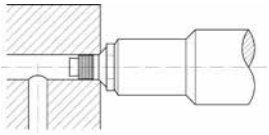

Bild 2
- Anschliessend in die zu verschliessende Bohrung einführen und Setzvorgang auslösen, bis der Zugstift bei erreichter Sollbruchkraft reisst (Bild 2 und 3).